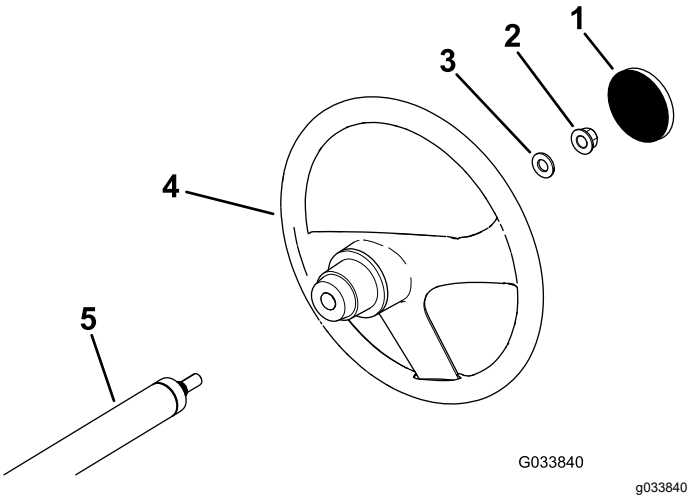

Figur 3
1. Fjern dækslet fra navet på rattet, hvis det er monteret (Figur 3).
2. Afmonter låsemøtrikken (½") fra rataksien (Figur 3).
3. Skub rattet og spændeskiven (½") på rataksien (Figur 3).
5. Monter dækslet på rattet (Figur 3).